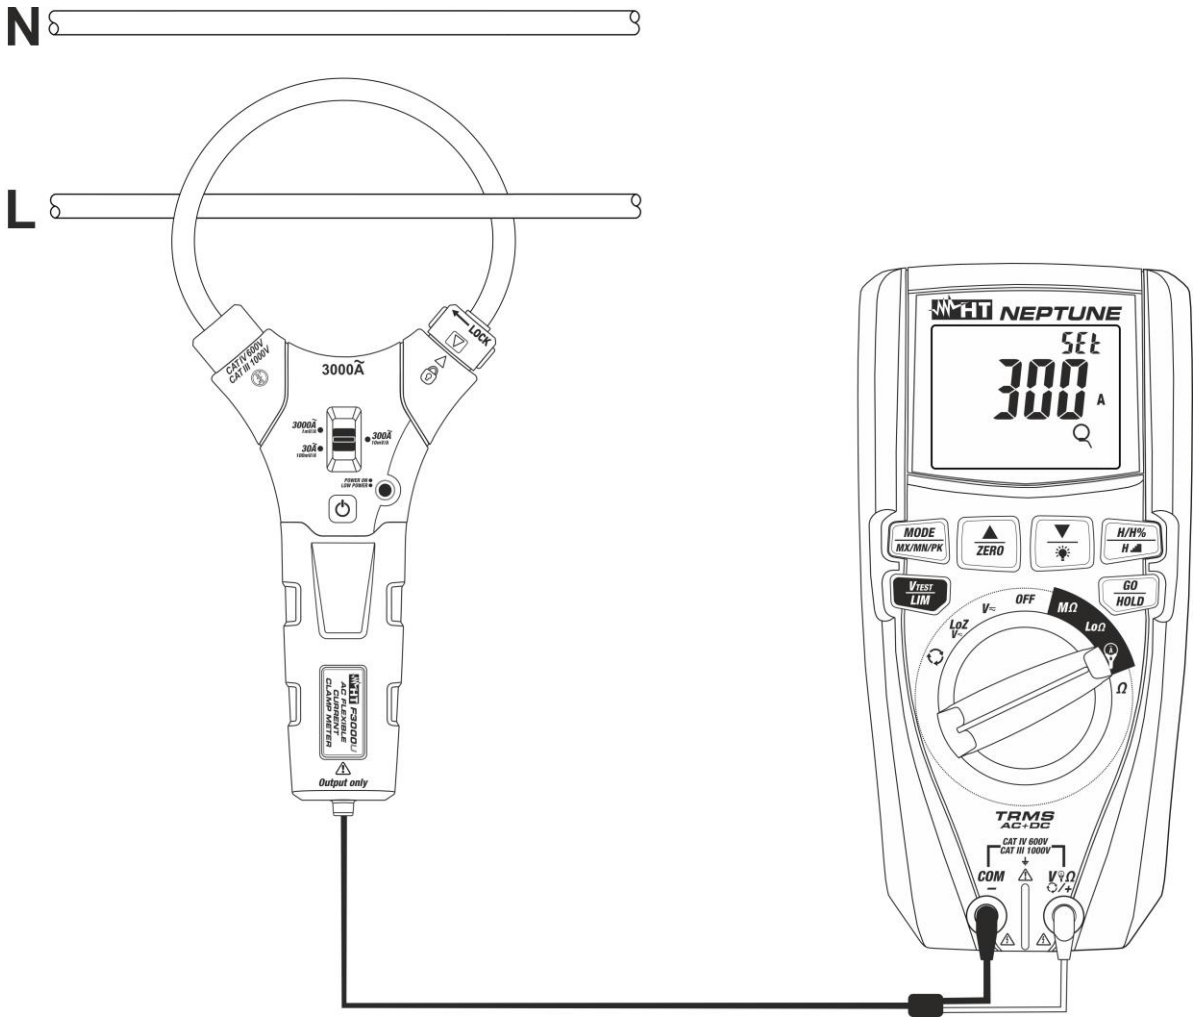
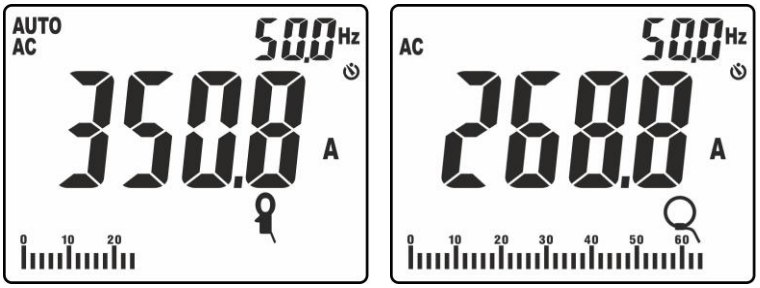

Fig. 36: Uso do instrumento para a medição de corrente com transdutores com pinça
Fig. 37: Resultado da medição da corrente CA com pinça standard e flexível
8. Inserir o cabo no centro do toroide (ver Fig. 36). O valor da corrente é apresentado na Fig. 37